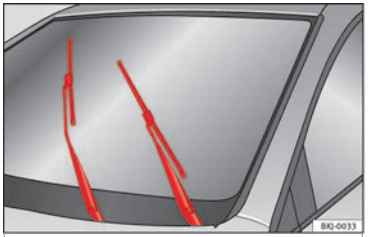

Fig. 74 Wipers in service position.
- Turn the ignition on and off and then (within approximately 9 seconds) push the windscreen wiper lever down (short wipe). The windscreen wipers will move to the service position ››› **Fig. 74**.